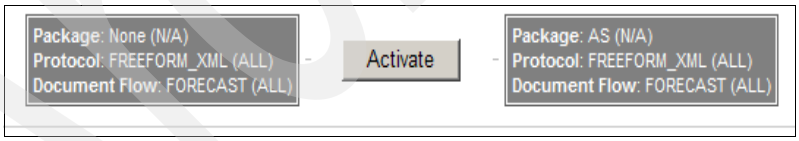

Figure 10-18 Connection to send AS2-XML to Company X
3. Locate the connection that takes an unpackaged XML document and sends an AS2 packaged document. See Figure 10-18. Click **Activate**.